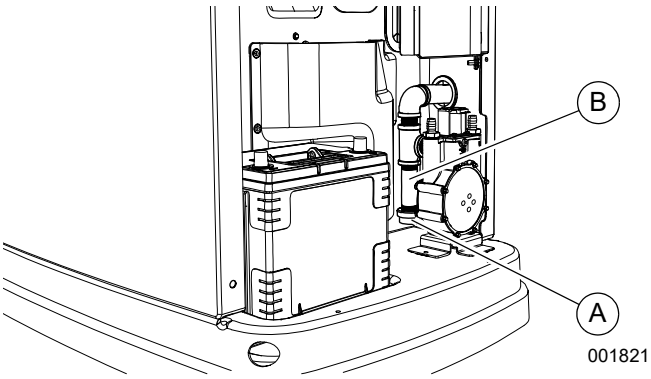

Figure 4-10. Cleaning the Sediment Trap
3. See ***Figure 4-10***. Unscrew and remove cap (A).